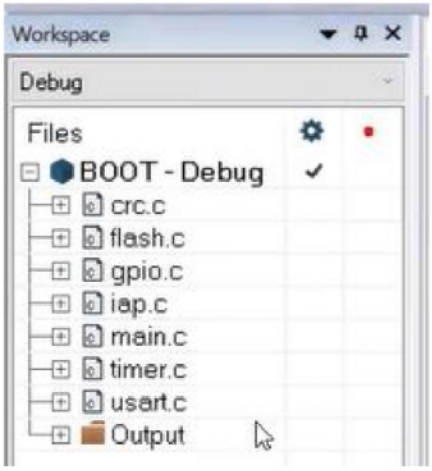

Рисунок 14
4.3.2 В дереве проекта в окне Workspace проверить, что структура папок соответствует представленной на рисунке (Рисунок 14).